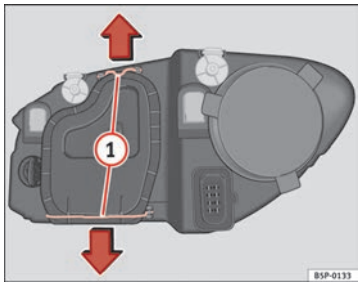

Abb. 190 Abblendlicht
– Verschieben Sie die Streben ⇒Abb. 190 (1) in Pfeilrichtung und nehmen Sie den Deckel ab.